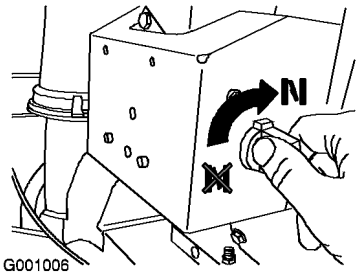

Bild 27
4. Drehen Sie den Choke auf die Ein-Stellung (Bild 27).